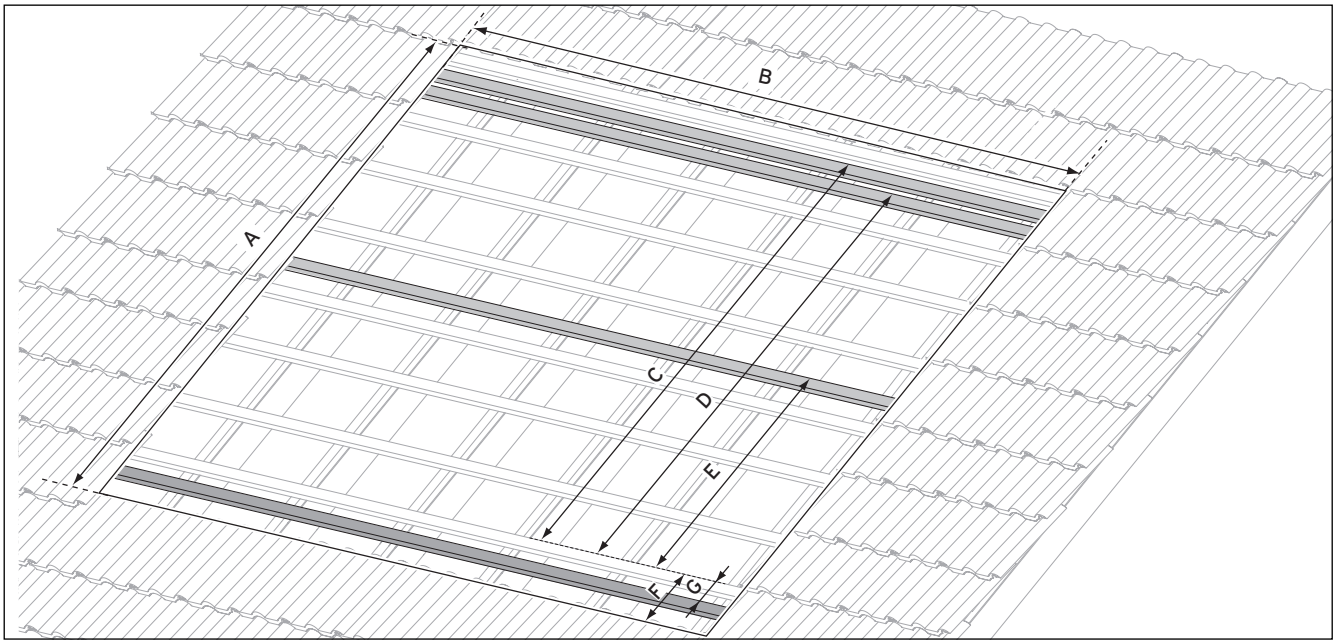

Рис. 4.7 Размеры для монтажного поля и для положения встраиваемых реек (базовой линией соответственно является край черепицы)
- На основании размеров (**см. рис. 4.7**) определите монтажное поле на крыше.
- Соответственно **рис. 4.7** установите дополнительную обрешетину.